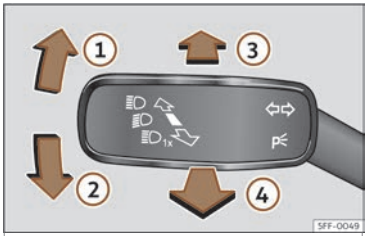

Fig. 92 Panca de intermitentes e de luz de estrada (segundo versións).
- Dende a posición de base, prema cara adiante a panca dos intermitentes e da luz da estrada››› **fig. 92** ③.
- **OU BEN:** coa luz de estrada conectada, puxe cara atrás da panca dos intermitentes e luz de estrada››› **fig. 92** ④.